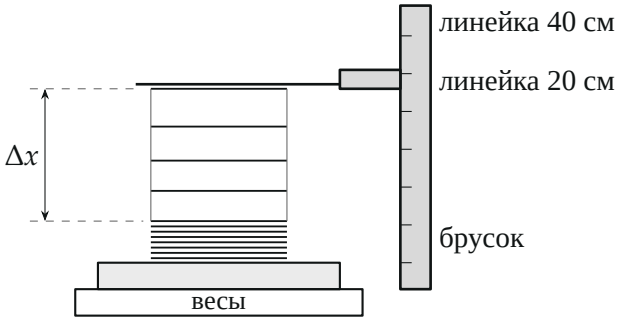

Рис. 1. Установка: нижние витки лежат на весах, верхние висят на горизонтальной линейке, подъём Δx — по вертикальной.
1. Измерение (рис. 1). Линейку 40 см скотчем крепим вертикально к бруску. Ко второму бруску крепим горизонтально линейку 20 см: ею цепляем верхний виток. Нижний виток стоит на весах. Прижимая второй брусок к первому, поднимаем его ступенями по 5 мм и записываем x по вертикальной линейке и показание весов $m_в$ (в граммах); $|\Delta P| = (M - m_в)g$. Пружина не должна сползать с чаши весов.